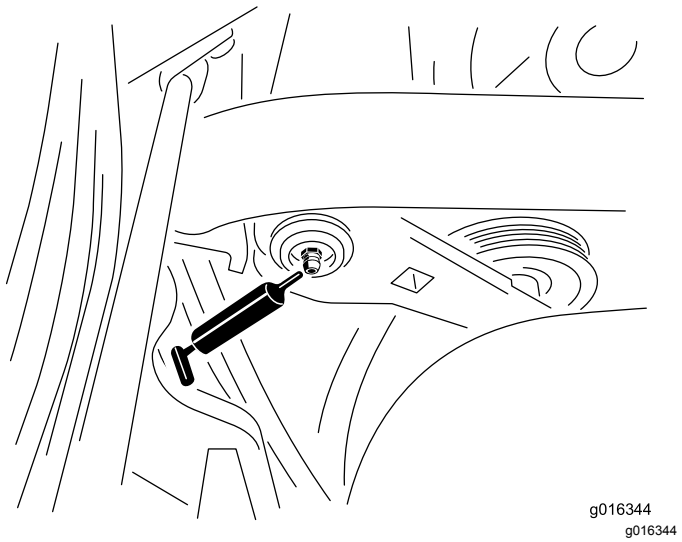

Figur 44
1. Tør fedtfittingen ren, så der ikke kan komme fremmedlegemer ind i lejet eller bøsningen (Figur 44).